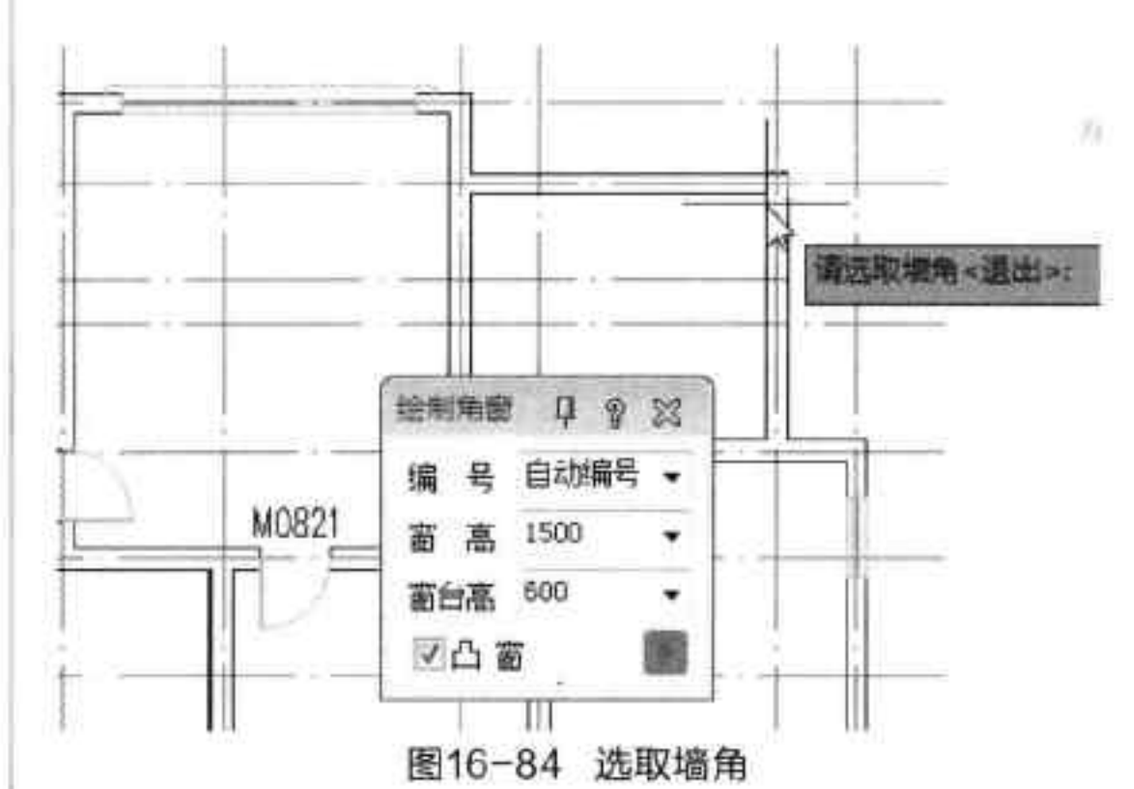

图16-84 选取墙角
Step 20 执行“门窗 > 转角窗”命令，根据命令行提示，选取所需墙角，如图 16-84 所示。